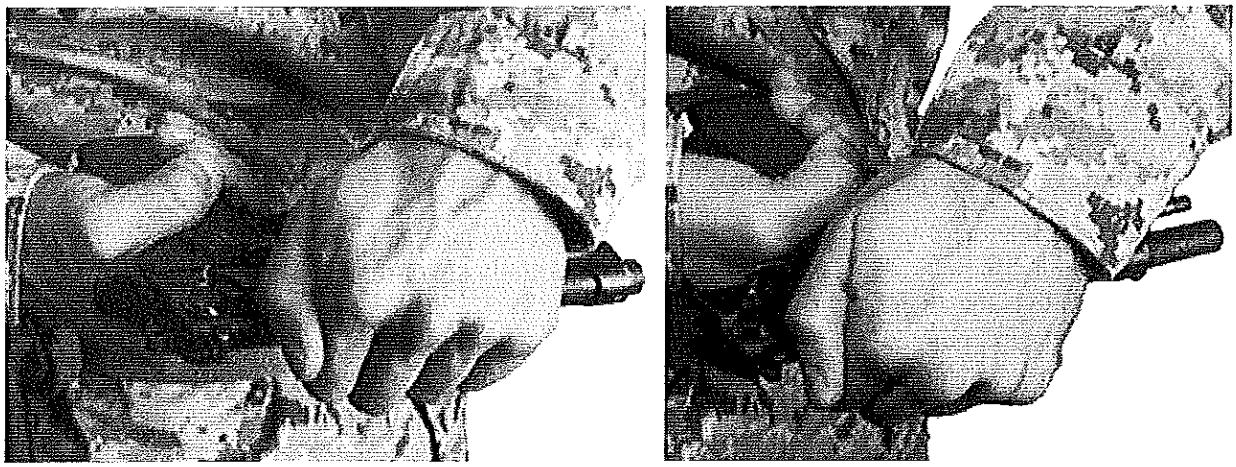

Figure 2-16. Catching the Ejected Round.
6. With the weapon pointed in a safe direction, slowly retract the slide and lock it to the rear. At the same time, catch the ejected round with the support hand (see fig. 2-16).